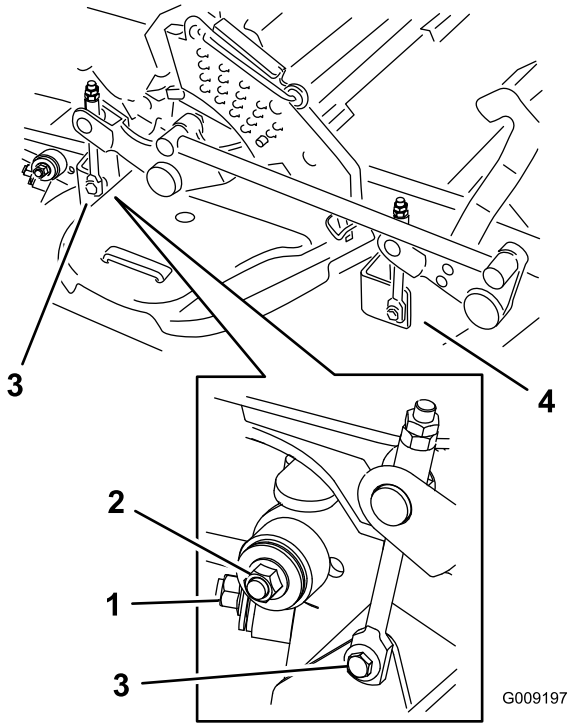

Figur 97
8. Fjern og hold tilbake delene på begge sider av klippeenheten, som vist i Figur 97.